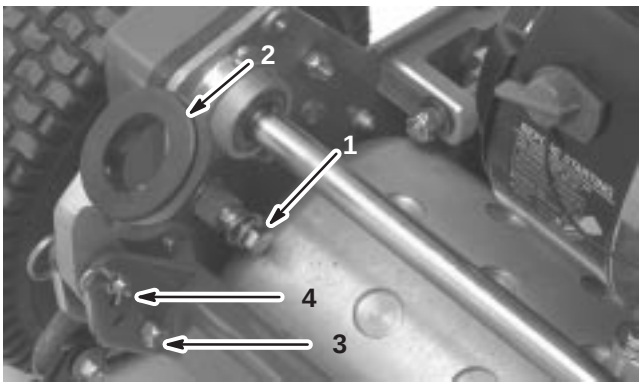

Figur 1
2. Fjern maskinskruerne og låsemøtrikkerne, som fastholder håndtagets armes bund til hver side af plæneklipperen som vist på figur 1.